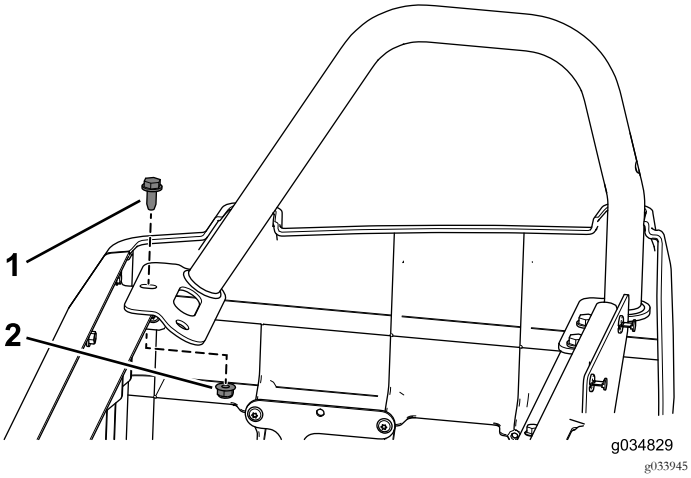

Figura 89
11. Utilizzate il bullone flangiato (3/16" x ¾") e il dado flangiato che avete rimosso in precedenza per fissare la protezione laterale posteriore destra al gruppo della base del sedile (Figura 89).